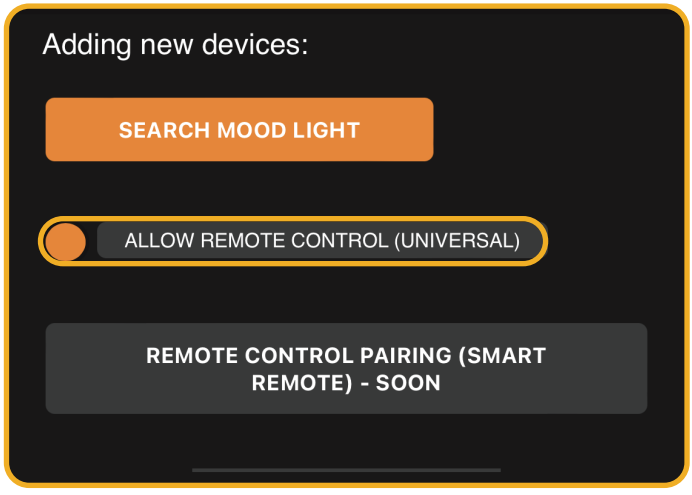

Abb. 12.4 Auswahl «allow Remote control»
- Wählen Sie «allow remote control (universal)» (Alle Fernbedienungen erlauben – gem. Abb. 12.4).